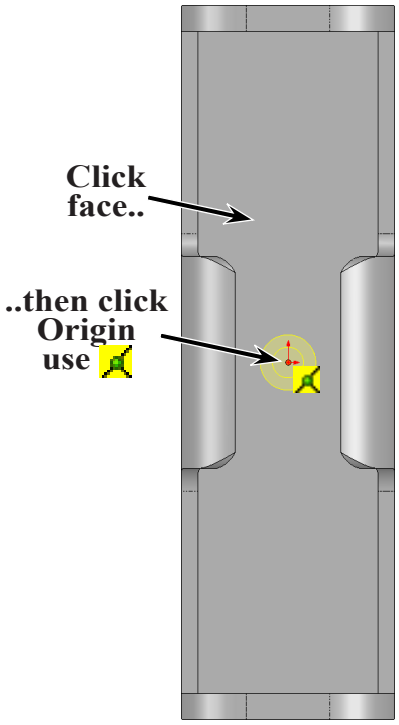

Fig. 33
Step 4. Click the **inside bottom face of part** one time as face for hole, **Fig. 33**.